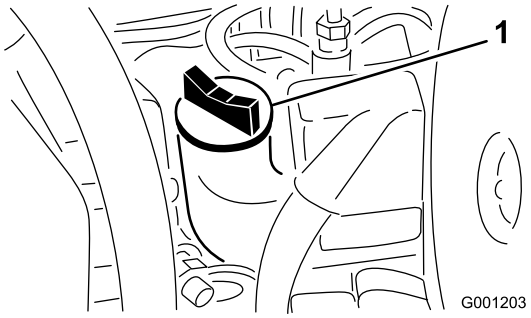

Figuur 23
5. Als het oliepeil beneden de Vol-markering staat, verwijdert u de vuldop (Figuur 23) en vult u bij met olie totdat het oliepeil de Vol-markering op de peilstok bereikt. **Niet te vol vullen.**.